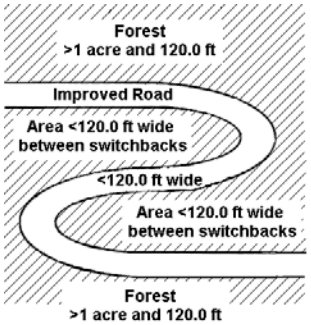

Figure 5. Example of a switchback road.
1. Developed nonforest condition: human-caused nonforest land condition classes such as homes or cabins that are less than 1.0 acre in size and 120.0 feet in width and are surrounded by forest land. There are three kinds of developed nonforest conditions that do not have to meet area or width requirements (Figures 5 and 6).